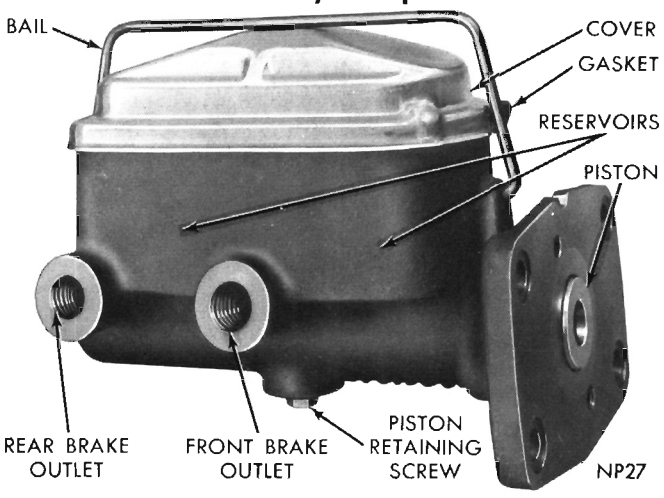
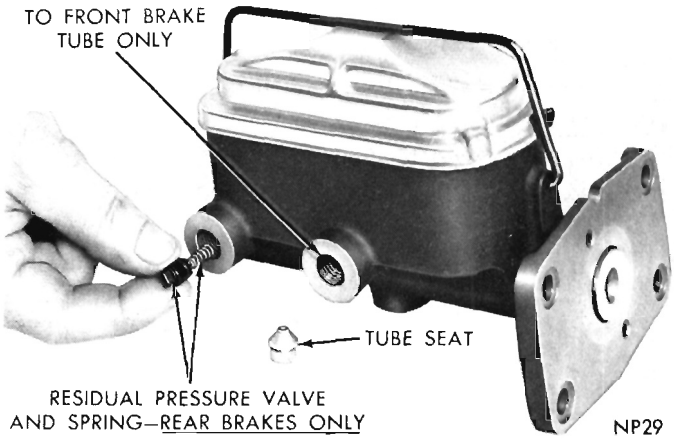

Fig. 1—Tandem Master Cylinder Assembly
Fig. 3—Removing or Installing Residual Pressure Valve and Spring
The tandem master cylinder (Fig. 1) is of the compensating type with the reservoirs cast integrally. The master cylinder consists of a front and rear piston (in tandem) two outlets, with 1 containing a residual pressure valve and spring (rear brake line outlet only), (Fig. 3).
To disassemble the master cylinder, (Figs. 1 and 4), clean the outside of the master cylinder thoroughly.
(6) Remove residual pressure valve and spring from front outlet (Fig. 3).
(7) Remove rubber cups from pistons after noting position of cup lips. Do not remove center cup of rear piston. If cup is damaged or worn. Install a new rear piston assembly.
(4) Install residual pressure valve and spring (Fig. 3) in **front** outlet then install tube seats firmly. (When the bleeding tubes are attached, the tube seats will be positioned correctly.)